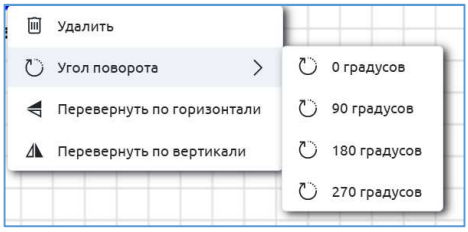

Рисунок 7. Меню управления объектом
- правой кнопкой мыши открывается меню управления объектом, с помощью которого можно выполнить вращение и удаление объекта (Рисунок 7)